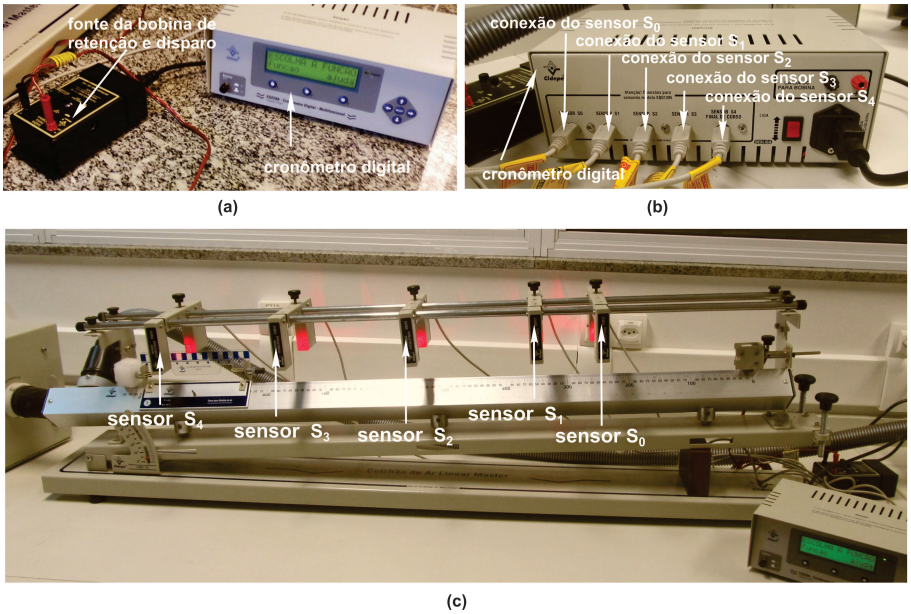

Fig. 5: Conexões necessárias do trilho de ar com os sensores e cronômetro digital de interface.
3. Faça as devidas conexões dos sensores do trilho de ar com o cronômetro digital de interface e o sistema disparador, conforme mostra as fotografias da Fig. 5(a),(b) e (c). O sistema disparador é composto por uma bobina de retenção e disparo e por uma fonte. Como se pode ver na Fig. 5(c), neste experimento serão utilizados 5 sensores, simbolizadaos por S_0, S_1, S_2, S_3 e S_4, colocados em 5 posições diferentes no trilho de ar, para medidas simultâneas dos intervalos de tempos correspondentes a 4 diferentes deslocamentos do carrinho.
(a) Quando o cronômetro está ligado, aparece na tela **Escolha a Função**, como mostra a fotografia da Fig.5(a).